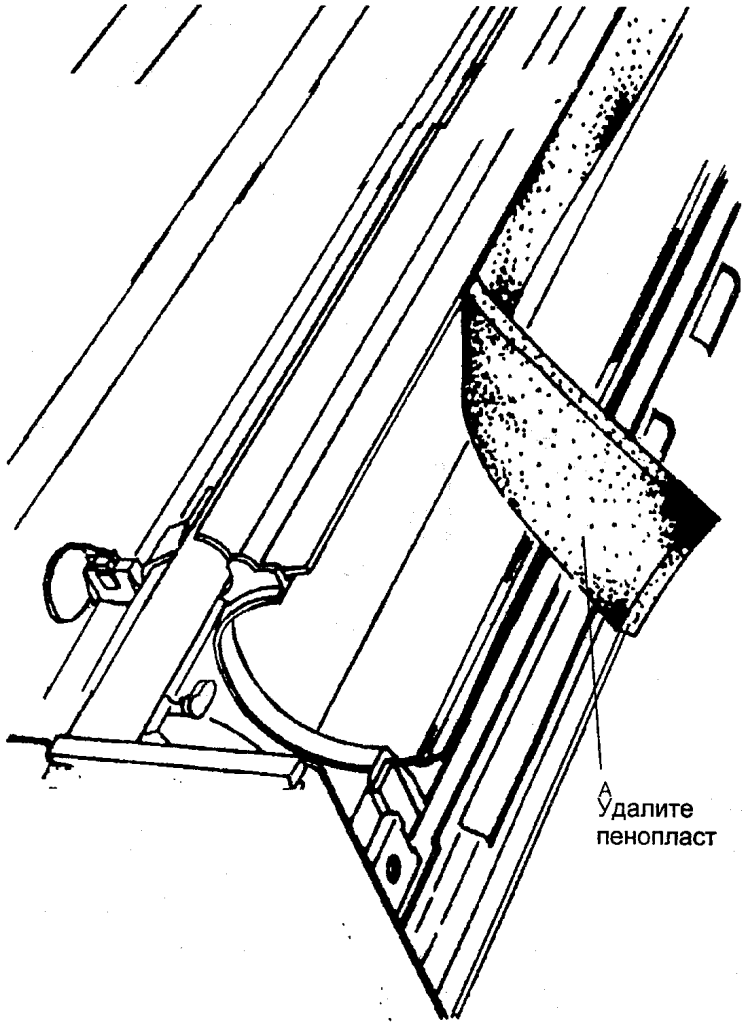

Рис. 19 Удаление пенопласта
32. (РИС. 19): УДАЛИТЕ ПЕНОПЛАСТ ИЗ БЛОКА ПРОЯВЛЕНИЯ.